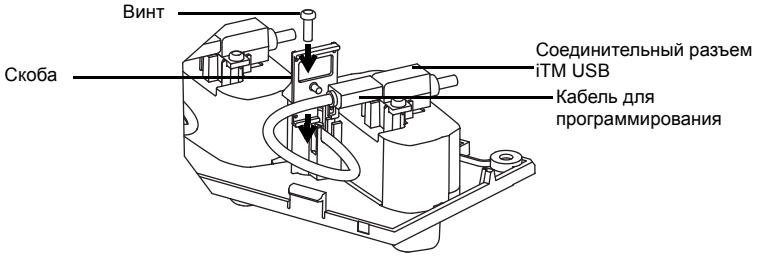

Рис. 13. Фиксация кабеля для программирования.
4. Зафиксируйте пластиковую фиксирующую скобу и закрепите винтами для фиксации кабеля для программирования (см. Рис. 13).